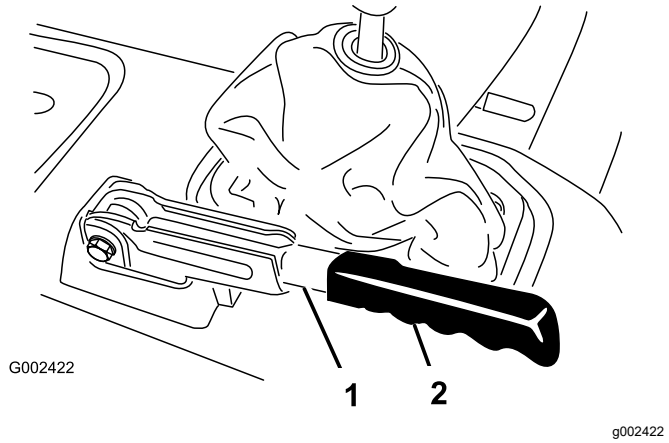

**Figur 63**
1. Ta bort gummihandtaget från parkeringsbroms-spaken (Figur 63).